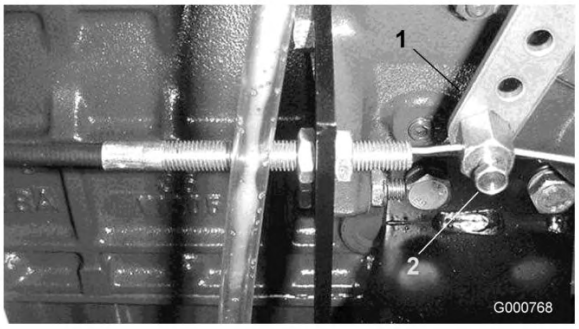

Bild 44
2. Lockern Sie den Anschluss des Bowdenzugs am Arm der Einspritzpumpe (Bild 44).